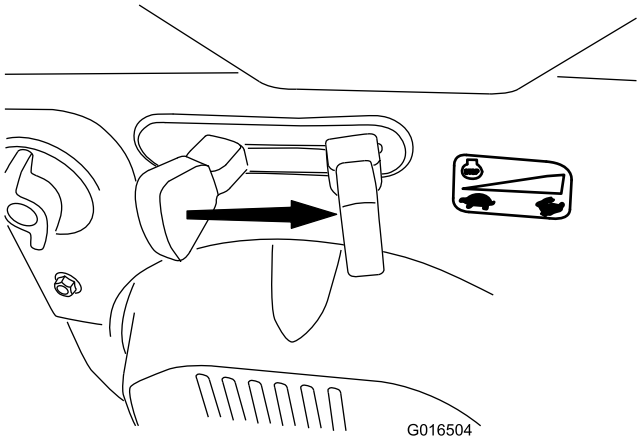

Figur 25
6. Sett gassen til HURTIG-stilling (Figur 25).